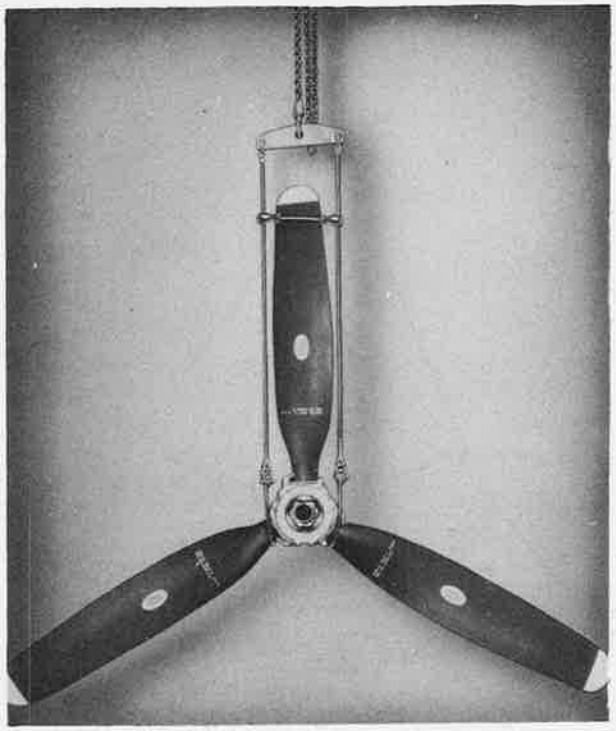
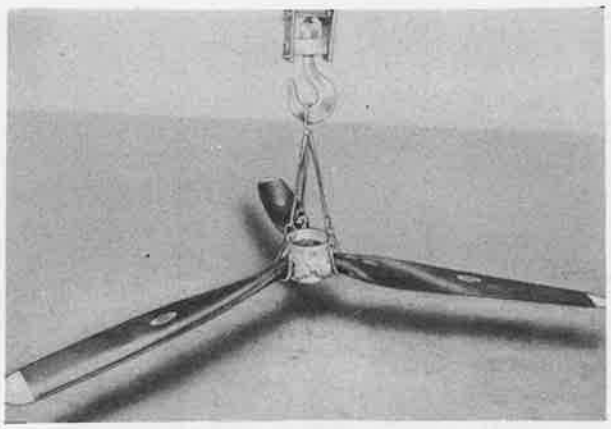

Figure 25—Two-Loop Sling Lifting Propeller in Vertical Position
Figure 26—Three-Loop Sling Lifting Propeller in Horizontal Position
(8) HOISTING PROPELLER.—Two slings are available to lift the propellers of this airplane. One is a two-loop sling used in lifting a propeller from a vertical position, as shown in figure 25. The other sling is constructed with three loops and is used in raising a propeller from a horizontal position, as shown in figure 26.